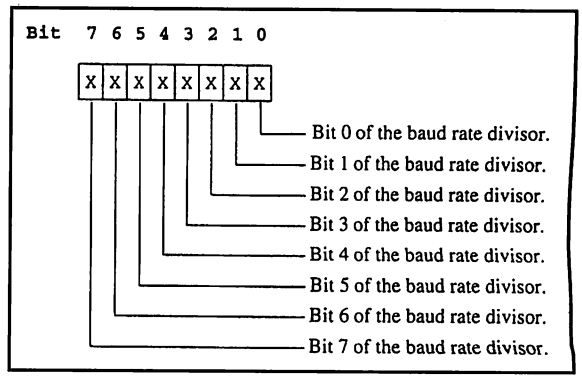

Fig. 13. Baud-Rate LSB-Divisor Latch Register.
• ***Baud-Rate LSB-Divisor Latch Register.*** The DLL is used to set the least-significant bit of the baud rate divisor. To obtain access to this register, you must set the LCR DLAB bit to 1. By virtue of the DLAB bit, this register shares the location 0x3F8 with the RBR and THR. The baud-rate divisor is calculated by dividing the desired baud rate into 115,200 decimal. The lower eight bits of the result are placed in the DLL. Figure 13 shows the bit layout of this 16550/8250 register.